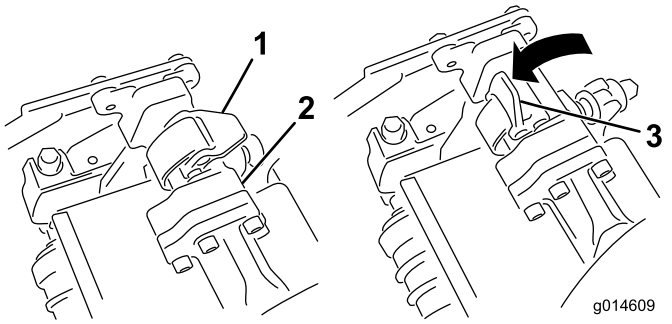
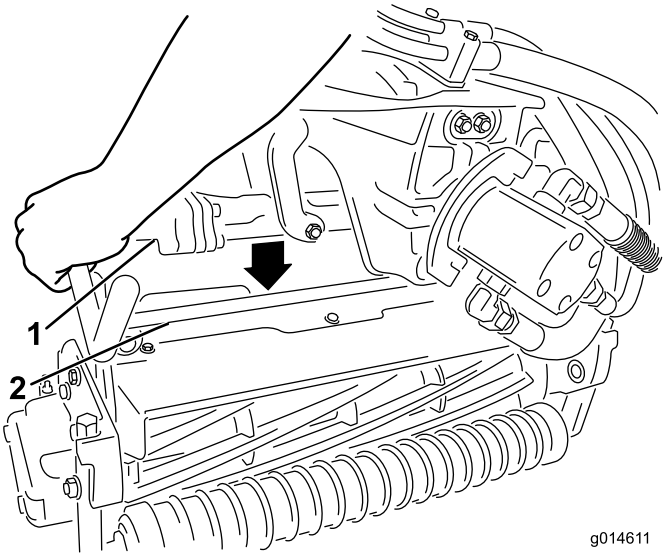

Figur 33
Figur 34
3. Åpne låsene på hjulopphengsarmbøylen slik at de peker opp (dvs. at de er åpne) (Figur 33), og trykk hjulopphengsarmen ned så bøylen ligger over klippeenhetens bøyle (Figur 34).
4. Skyv låsene ned og rundt klippeenhetsbøylen og lås dem slik at de sitter på plass(Figur 33).
4. Åpne låsene på hjulopphengsarmbøylen til klippeenheten du skal fjerne (Figur 33).